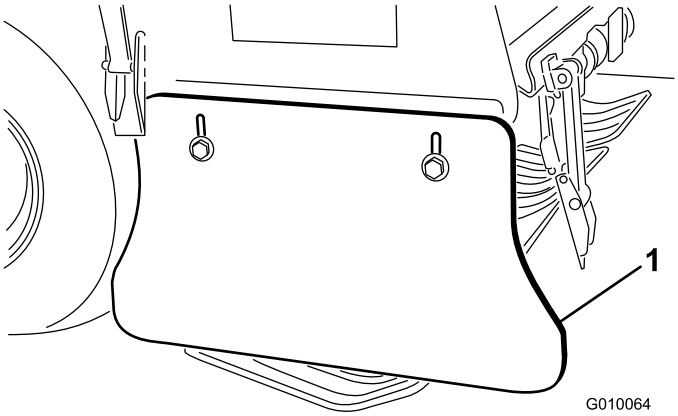

**Figuur 62**
1. Draai de bouten en moeren los waarmee het zijscherm is bevestigd aan het frame (Figuur 62).